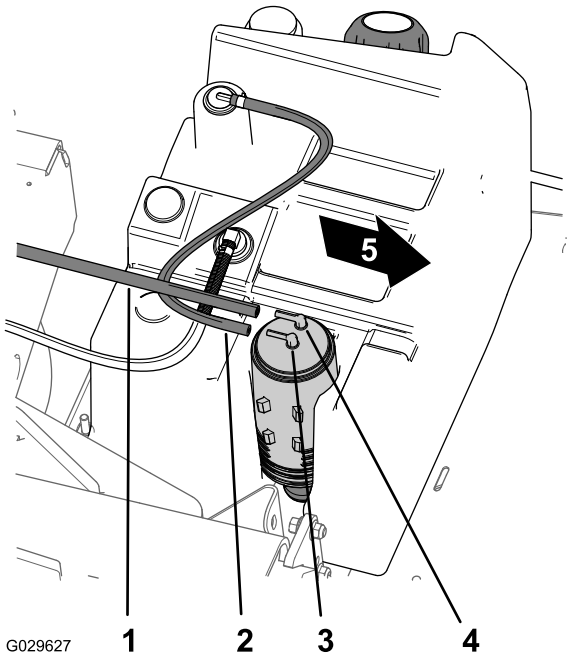

Figur 53
1. Koppla bort vakuumslangen från kopplingen på kolkanistern som är märkt ”Purge” (Figur 53).
2. Koppla bort bränsletanksslangen från kopplingen på kolkanistern som är märkt ”Fuel Tank” (Figur 53).
8. Anslut vakuumslangen till kolkanisterns koppling som är märkt ”Purge” och bränsletanksslangen till kopplingen som är märkt ”Fuel Tank” (Figur 53).